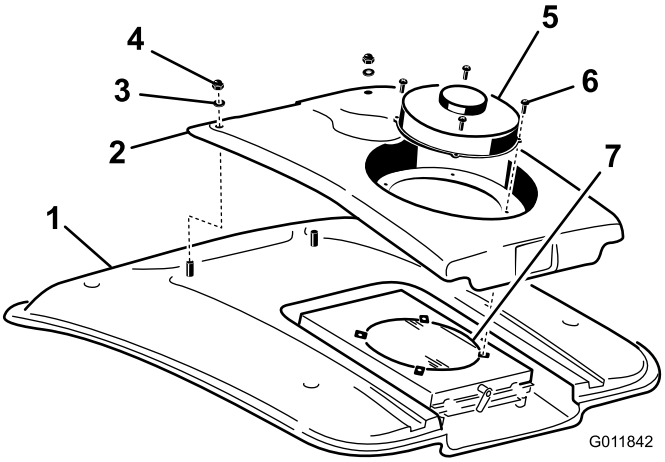

Figur 87
2. Lossa de fyra skruvar som fäster fläkten och kondensatorkåpan vid fläktmonteringen (Figur 87).
4. Lossa de två muttrarna och brickorna som fäster kondensatorkåpans främre del vid hyttens tak (Figur 87).
8. Rengör luftkonditioneringskondensatorn noga med tryckluft (Figur 87).